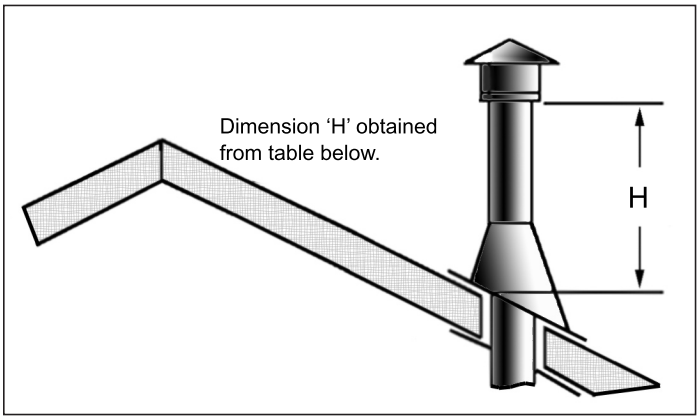

Figure 35: Height of Vertical Termination; Reference Table 8.
8. Continue to add pipe sections until the height of the vent cap meets the minimum code requirements. Refer to Figure 35 and Table 6. Note that for steep roof pitches, the vent height must be increased. In high wind conditions, nearby trees, adjoining roof lines, steep pitched roofs, and other similar factors can result in poor draft, or down drafting. In these cases, increasing the vent height may solve the problem.
Table 8: Minimum 'H' for Figure 35.